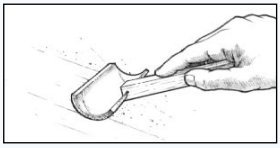

Figur 31 Udglat belægningen ved at trække en skumgummirulle let over den friske epoxy.
8. Udglat belægningen ved at trække en skumgummirulle let hen over den friske epoxy i lange, jævne og overlappende strøg, umiddelbart efter en blanding er påført. Brug nok tryk til at udglatte ujævnhederne, men ikke nok til at fjerne belægningen *(Figur 31)*. Skift udjævningsretning. Første belægning lodret, anden belægning vandret, tredje belægning lodret osv. En WEST SYSTEM 800 Engangsrulle kan klippes ud i segmenter og derved omdannes til en pensel, som egner sig glimrende til dette formål.